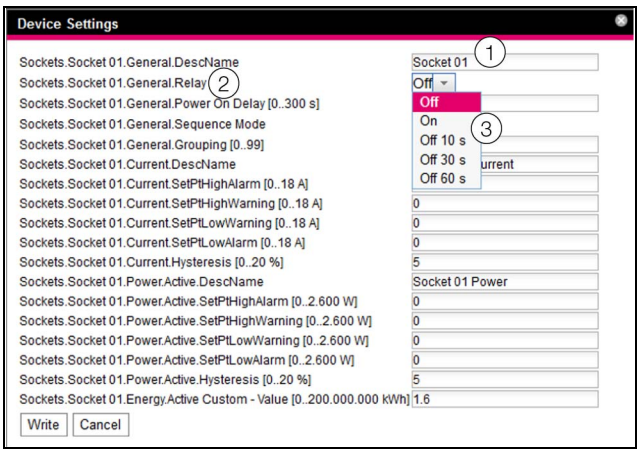

Fig. 42: Performing switch commands
DescName	Individual description that was assigned to the output or socket (fig. 42, item 1).
Command	The command to be performed. The following commands are supported: "Off", "On", "Off 10 s", "Off 30 s", "Off 60 s" (fig. 42, item 3).
Device	The device index (ID number) that is prefixed to the associated Real Device in the navigation area of the PDU website (fig. 42, item 2).